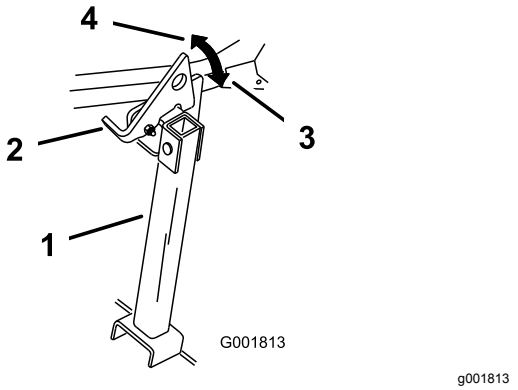

Figur 48
2. Hev spaken til ulåst stilling (Figur 48).